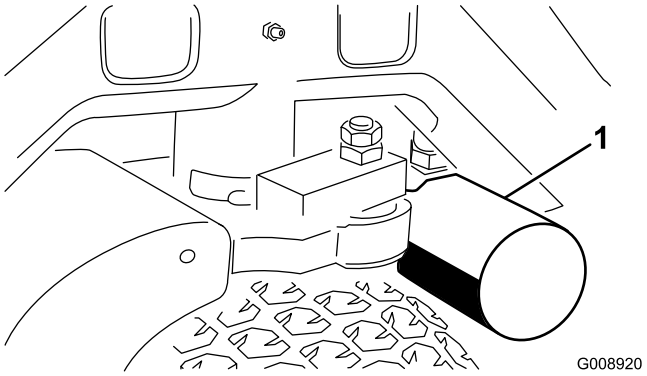
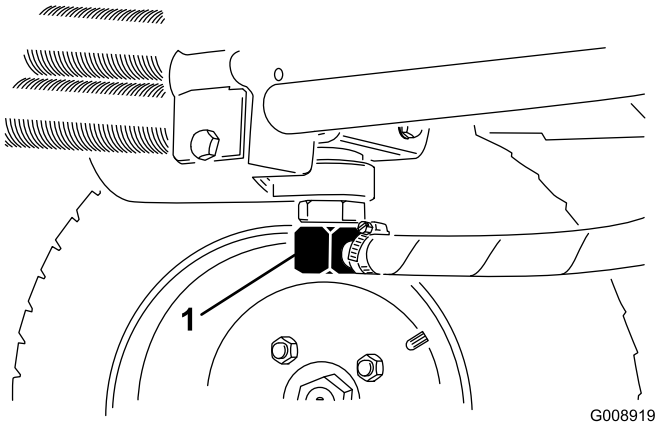

Figur 58
Figur 59
3. Rengør omkring det område, hvor filteret monteres. Anbring en dræningsbakke under filteret (Figur 58), og fjern filteret.
2. Frakobl hydraulikrøret (Figur 59), eller fjern hydraulikfilteret (Figur 58), og lad hydraulikvæsken løbe ned i en dræningsbakke. Monter hydraulikrøret, når hydraulikvæsken holder op med at løbe fra.